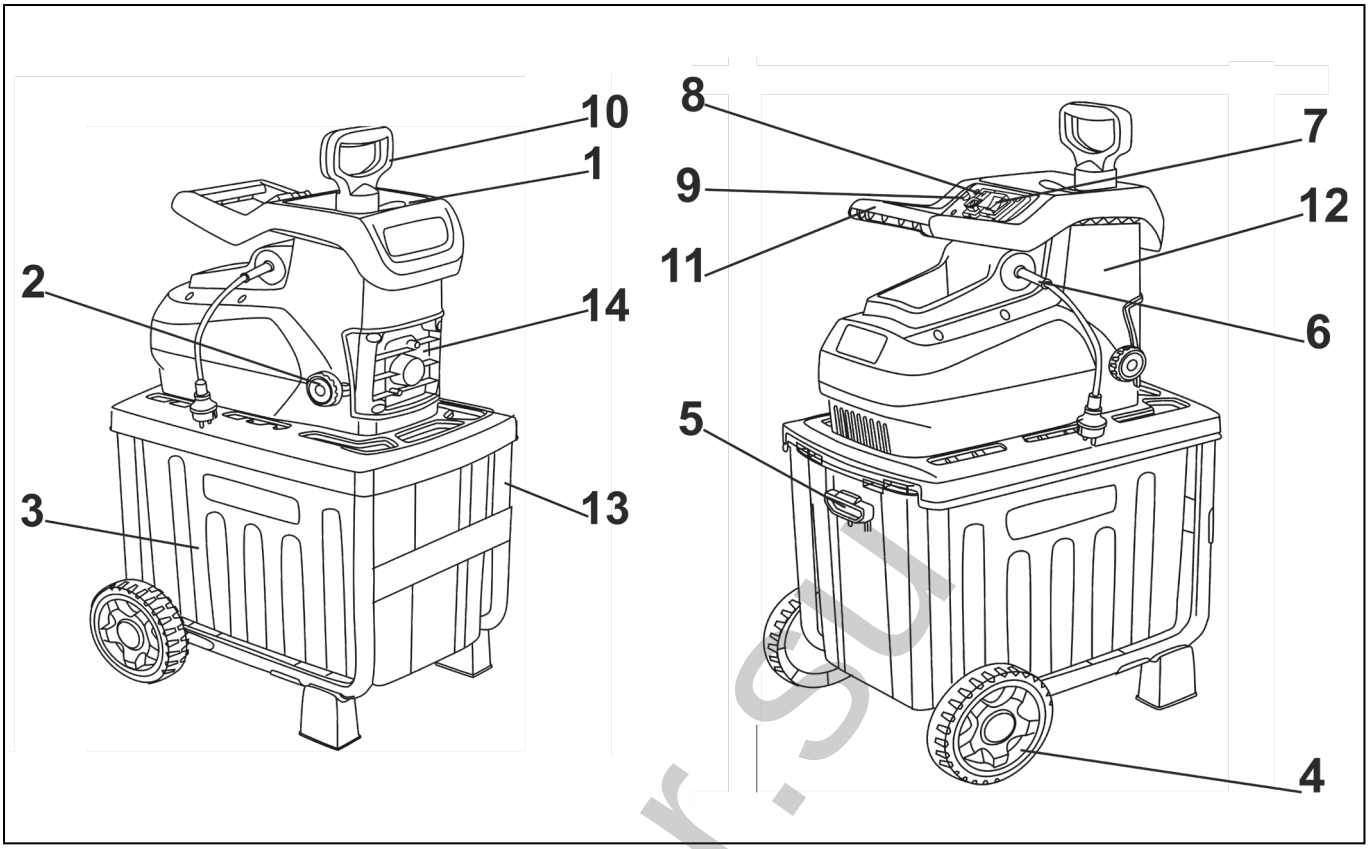

Рис. 3. Общий вид модели ESH-2800PRO
3. Вращением ручки 2 (рис. 3) регулировки степени измельчения против часовой стрелки установите максимальный зазор (для модели ESH-2800PRO).
Для модели ESH-2800PRO, в зависимости от типа перерабатываемых отходов, установите необходимую степень измельчения. Вращение ручки 2 (рис.3) по часовой стрелке уменьшает зазор между плитой и режущей шестерней, и, соответственно, уменьшает грубость перемалывания мульчи. При этом следите, чтобы регулировочная плита не касалась режущей шестерни.